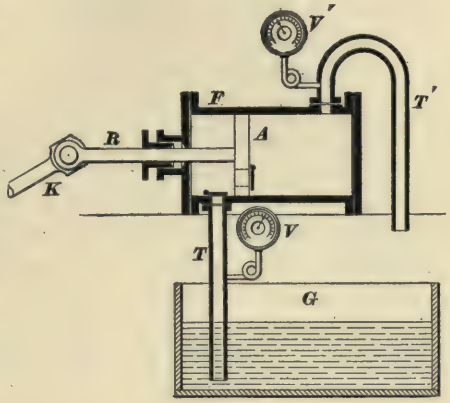

FIG. 1.
**4. Pump and Dynamo.**—In Fig. 1, $A$ is the piston of a single-acting pump (by single-acting pump is meant one that takes in water at only one end of the stroke) driven through rods $R$ and $K$ by means of an engine not shown. Piston $A$ moves in cylinder $F$; water sucked up from tank $G$ through pipe $T$ is ejected from pipe $T'$, and falls back into tank $G$, to be again raised. Gauges at $V$ and $V'$ show the pressures on